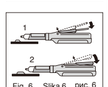

Fig. 6 Slika 6 рис. 6
2) The adjusting guide can be moved forwards or backwards to change the quantity of material to be dispensed. (Fig. 6)